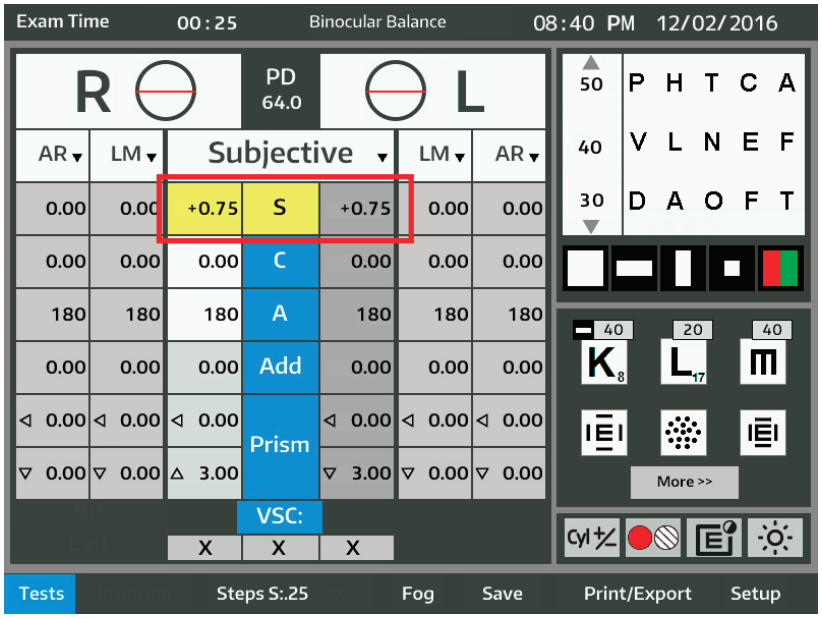

Figure IU-27 Binocular Balance with Prisms
2. Select an appropriate test chart of a single vertical line of optotypes or a single optotype. The default chart selected for the phoria test is presented to the patient. If no default chart was selected, refer to the ***Selecting Default Charts*** section of this manual. Refer to Figure IU-27.
1. Touch the center S, C, or A icons so both apertures (right and left) open to measure. Refer to Figure IU-27